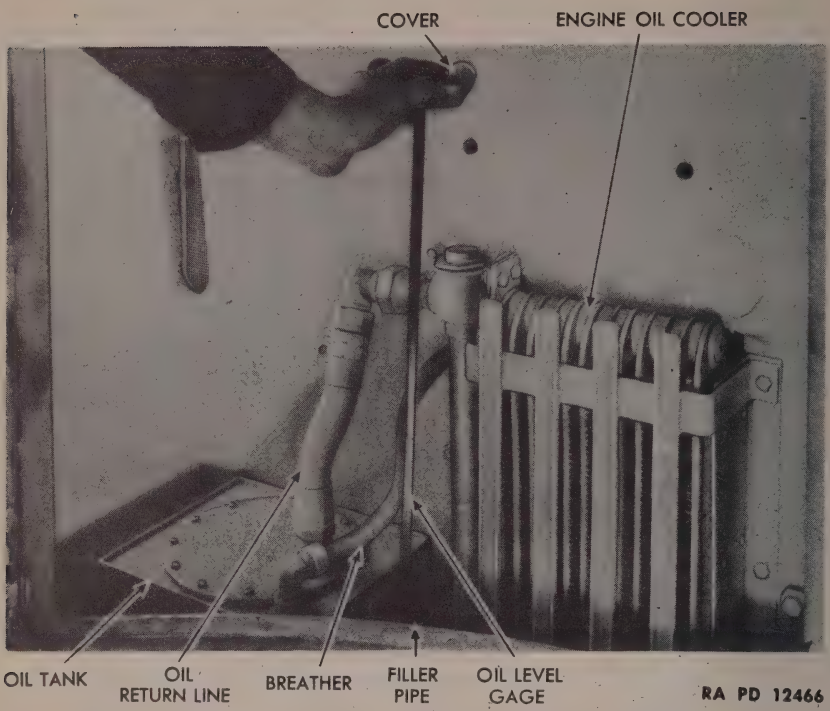

Figure 44—Checking Engine Oil Supply with Bayonet Gage
c. The oil tank is filled through a filler pipe on the top of the oil tank. The filler cap is equipped with a bayonet gage (fig. 44) to indicate the amount of oil in the tank. A drain plug is located in the bottom of the oil tank. To drain the tank, it is necessary to remove the cover plate in the hull floor directly below the tank, and then remove the drain plug.